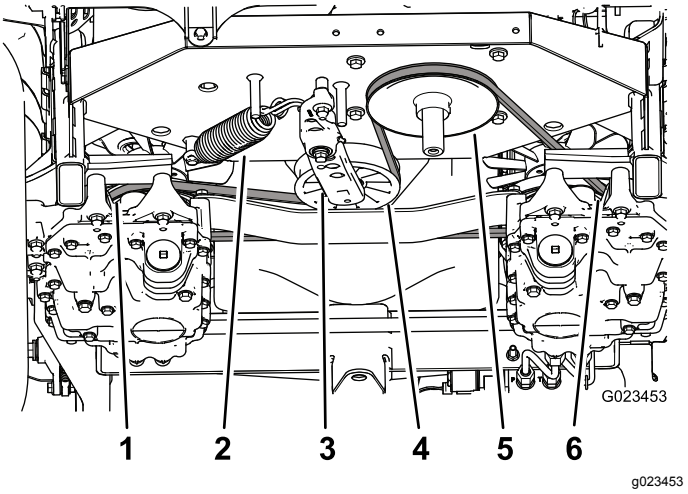

Figur 56
3. Bruk en skralle i det firkantede hullet i spennarmen for å motvirke spennfjæren (Figur 56), og fjern remmen fra spennremskiven.
4. Hekt løs spennfjæren fra spennarmen og rammen (Figur 56).
9. Monter fjæren på spennarmen og rammen (Figur 56).